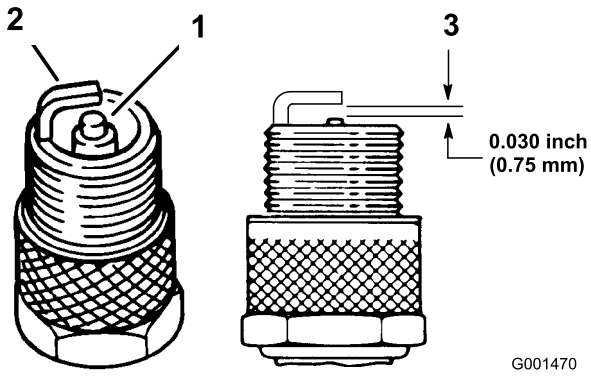

Figura 35
1. Mire la parte central de las bujías (Figura 35). Si se observa un color gris o marrón claro en el aislante, el motor está funcionando correctamente. Si el aislante aparece de color negro, significa que el limpiador de aire está sucio.
3. Compruebe la separación entre los electrodos central y lateral (Figura 35). Si la distancia no es correcta, doble el electrodo lateral (Figura 35).
3. Conecte los cables a las bujías (Figura 35).